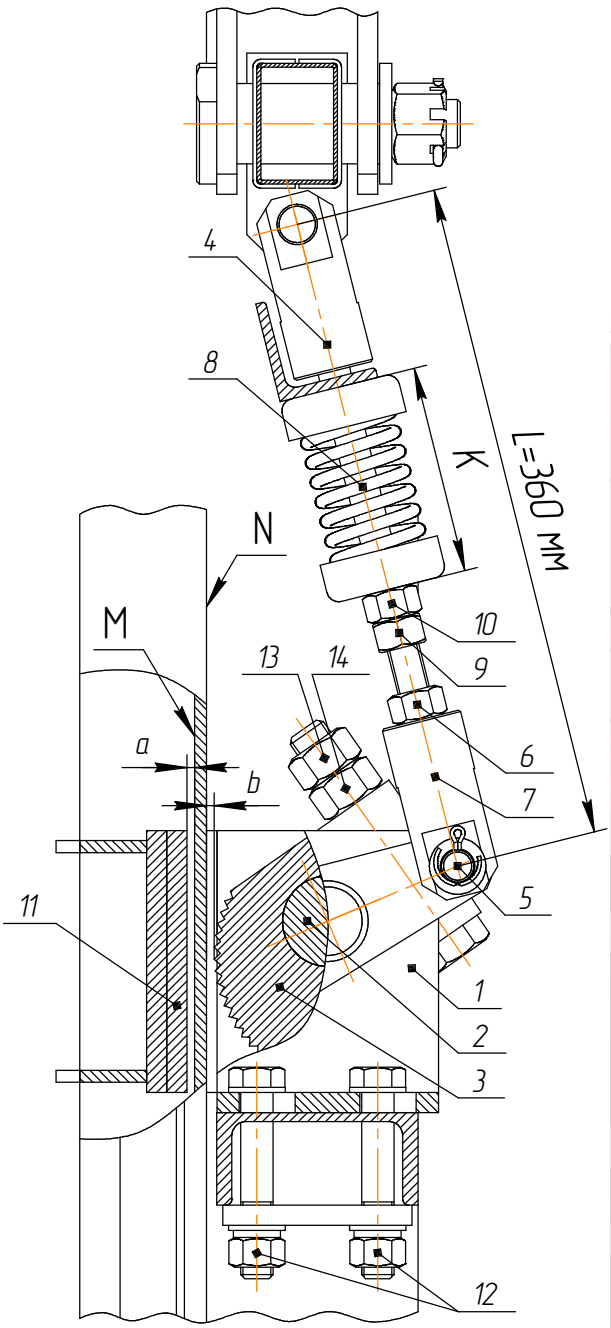

Рис. 11 – Узел эксцентрикового ловителя
4.7.2. Узел эксцентрикового ловителя (рис. 11) состоит из корпуса (1), оси вращения эксцентрика (2) и самого эксцентрика (3).